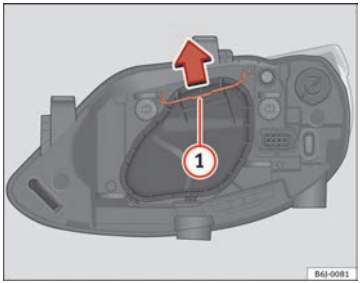

Fig. 148 Dipped beam/main beam, single headlight
– Move the loop ⇒ fig. 148 (1) in the direction of the arrow and remove the cover. ▶
– Move the loop ⇒ fig. 148 (1) in the direction of the arrow and remove the cover.